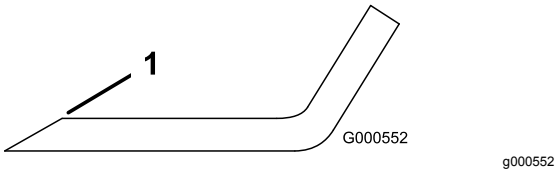

Figuur 58
1. Gebruik een vijl om de snijranden aan beide uiteinden van het mes te slijpen (Figuur 58).
Opmerking: Als het mes niet in balans is, moet u wat metaal afvijlen van het uiteinde van de vleugel (Figuur 58).